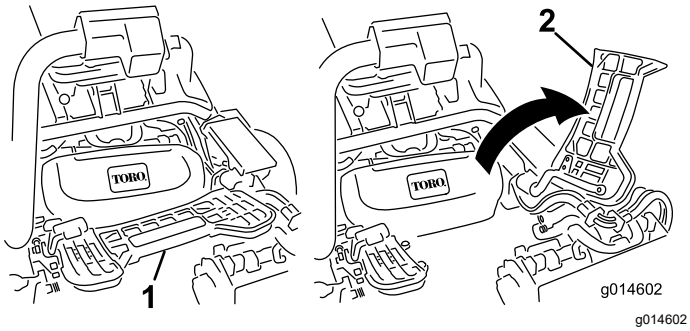

Figur 69
2. Lyft upp fotstödet och fäll upp det så att du kommer åt mittklippenheten (Figur 69).